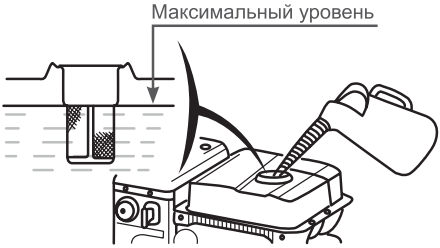

Рис. 31 Максимальный уровень топлива в топливном баке
Максимальный уровень топлива показан на Рис. 31.
3. Залейте бензин в топливный бак при помощи специальной емкости или воронки до уровня, показанного на Рис. 31.